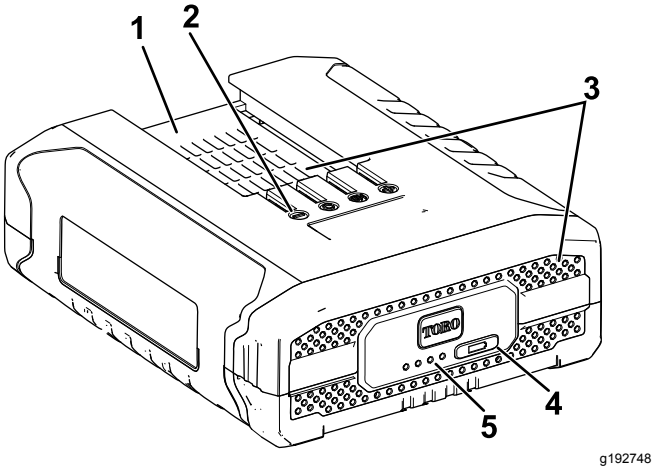

Figure 7
3. Line up the cavity in the battery pack (Figure 7) with the tongue on the charger.